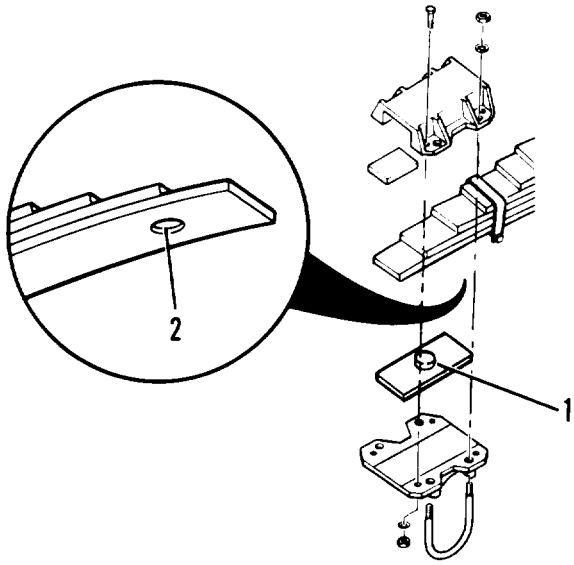

Figure 5-3. Adjustment plate
(3) Install wheels, tires, slack adjusters and air brake chambers (see Chapter 4).
(4) Install axle from the front of the semitrailer.
(5) On both sides of the axle, align raised surface of adjustment plate (1, figure 5-3) with recessed area on the underside of spring assembly (2).
(4) Install axle from rear of the semitrailer.
(5) On both sides of axle, align raised surface of adjustment plate (1, figure 5-3) with recessed area on the underside of spring assembly (2).